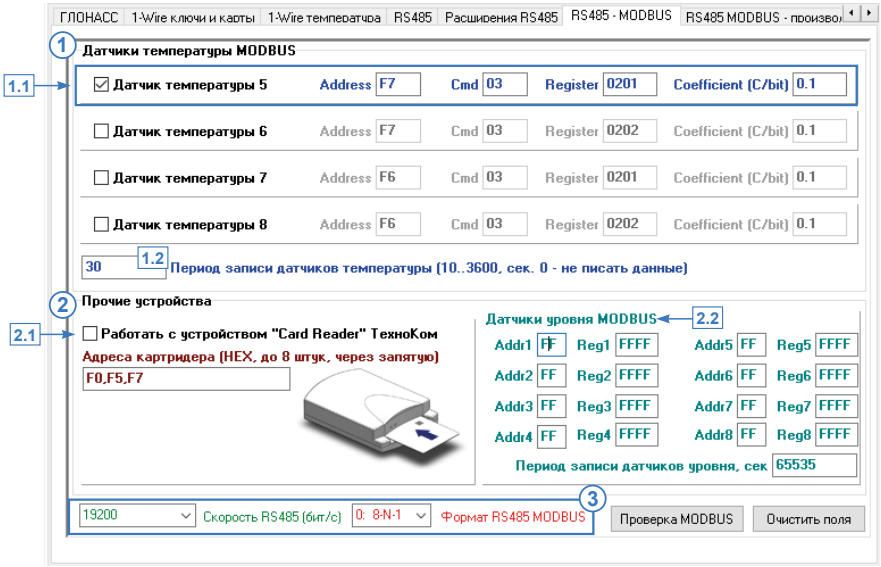

Рис.46. Вкладка «RS-485-MODBUS».
Для того чтобы разрешить работу прибора с датчиком температуры MODBUS, необходимо в конфигураторе установить галочку напротив нужного датчика, затем задать настройки этого датчика **(Рис.46, п.1.1)**. **Address (Адрес)** – адрес контроллера на шине, к которому подключен настраиваемый датчик. По умолчанию это значение A7 для контроллеров EVCO. При подключении к прибору нескольких термодатчиков их адреса могут изменены на отличный от A7.
- **Период записи датчиков температуры (Рис.46, п.1.2)** – интервал времени, через который прибор будет записывать показания датчиков температуры. Минимальное значение периода – 10 секунд, максимальное значение – 3600 секунд, 0 – не писать данные. Этот параметр дублируется на вкладке «1-Wire температура».
опции «Работать с устройством «Card Reader» ООО ТехноКом» **(Рис.46, п.2.1)**, затем в поле «Адрес картридера» задать адрес устройства «АвтоГРАФ-CardReader» на шине. Адреса следует задавать в формате HEX, через запятую. Возможные адреса F0-F7. Если к прибору «АвтоГРАФ» подключено одно устройство «АвтоГРАФ-CardReader», то по умолчанию его адрес – F0.
- **Датчики уровня MODBUS**. К прибору «АвтоГРАФ» по шине MODBUS одновременно может быть подключено до 8 датчиков уровня. Для подключения датчика уровня MODBUS необходимо задать адрес и другие настройки этого датчика в контроллере «АвтоГРАФ» **(Рис.46, п.2.2)**: